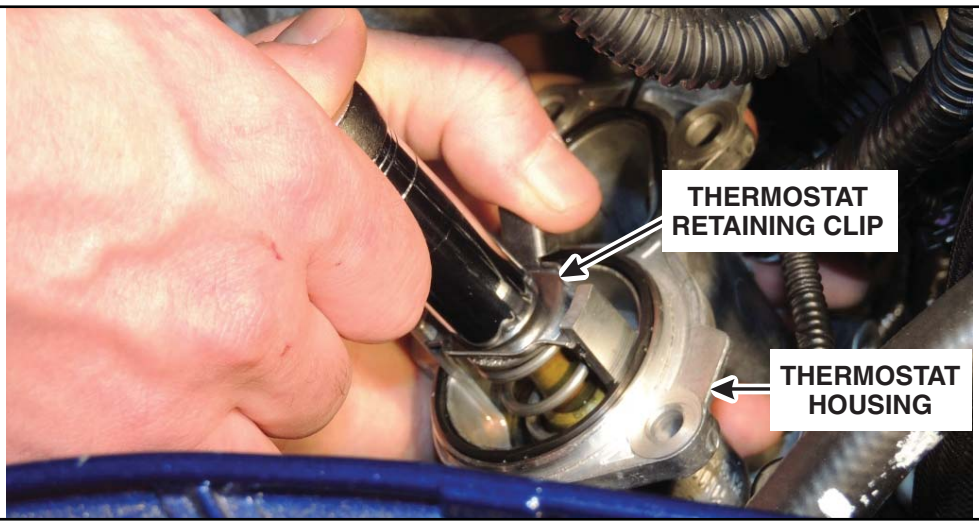

FIGURE H2
3. Use a 13 mm (1/2 in) deep well socket to press downward on the thermostat retaining clip and rotate to remove it from the thermostat housing. Remove the thermostat spring. See Figure H2.
- Note the position of the thermostat retaining clip and thermostat prior to removing. See Figures H2 and H4.